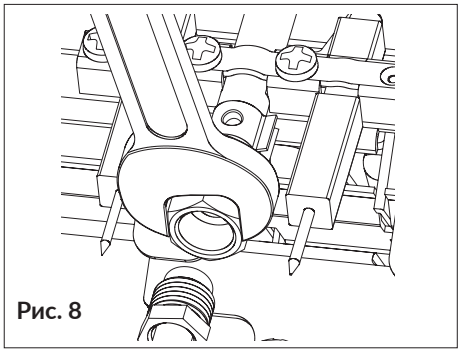

Рис. 8
- установить форсунку запальной горелки с новой прокладкой из комплекта для перевода на сжиженный газ (рис.8).